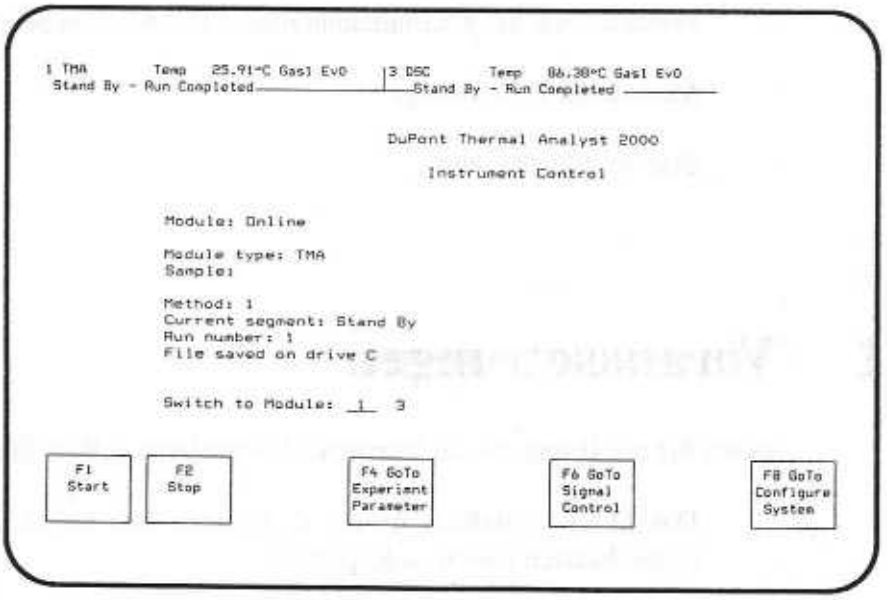

Bild 31
1. Drücken Sie F12 (Instrument Control). Das INSTRUMENT CONTROL-Menü (Abb. 31) erscheint auf dem Bildschirm.